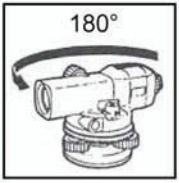

Рис.6
2) Поверните прибор на 180º. (Рис.6)